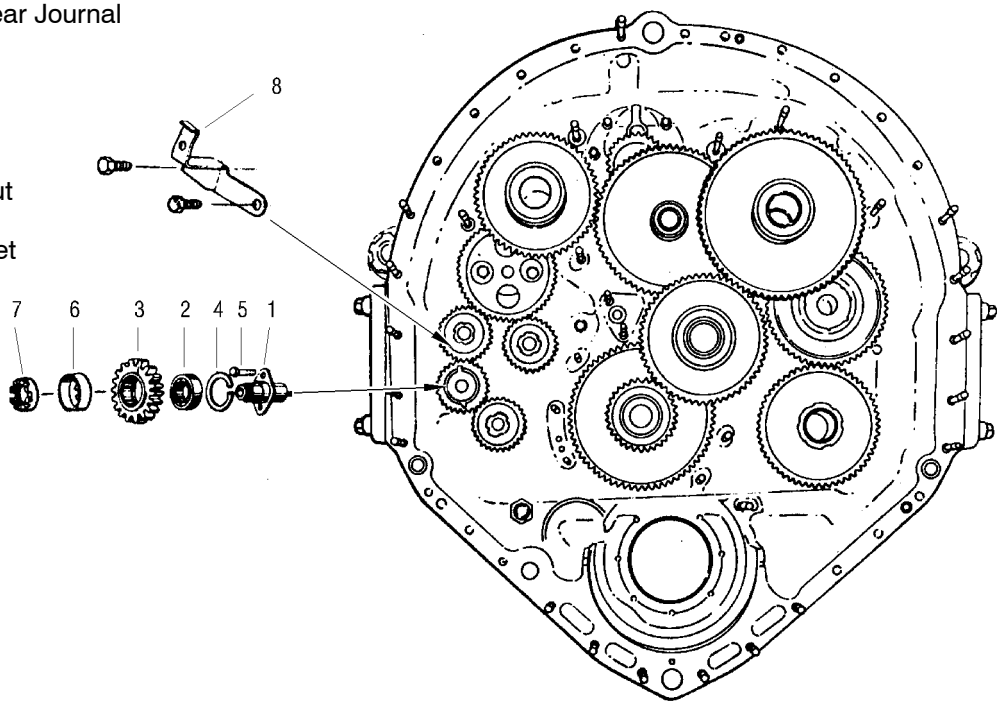
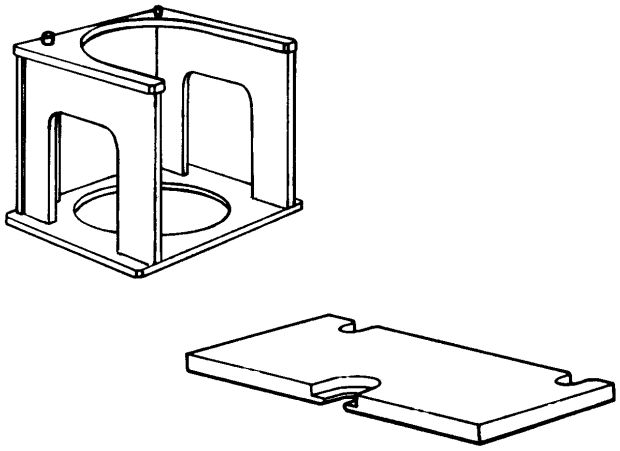
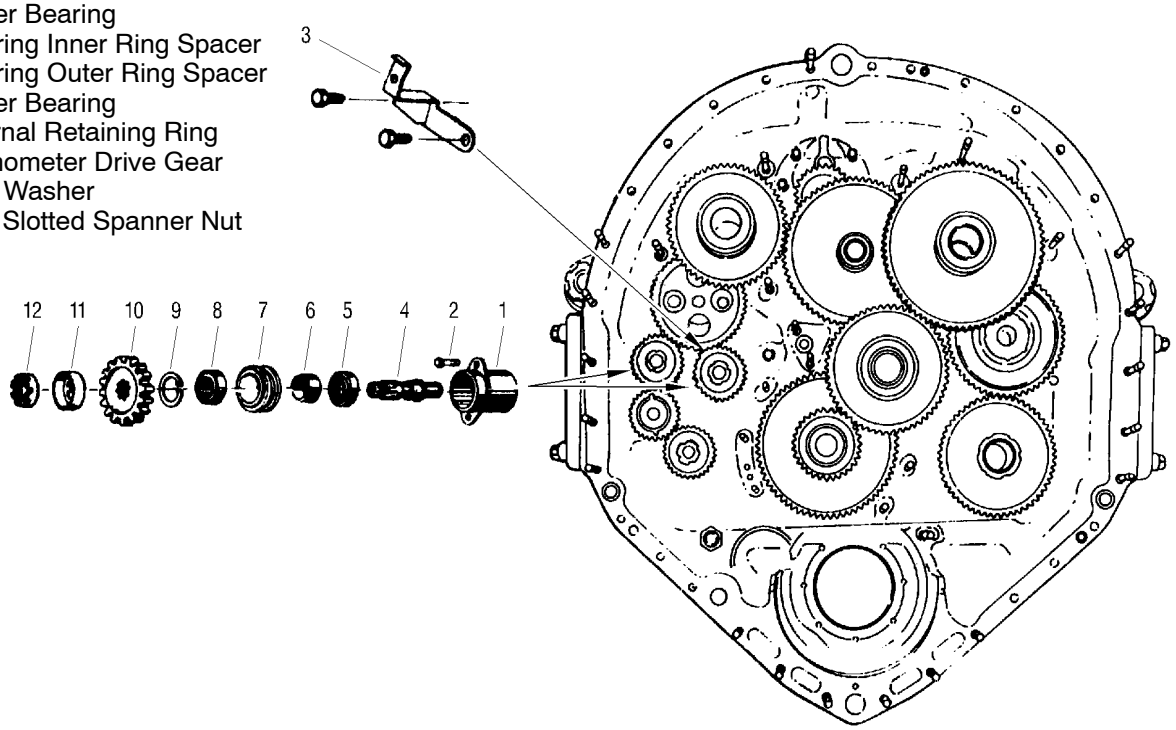

Figure 3. Oil Pump Drive Idler Journal and Gear Details
Figure 4. 6796250 Bearing Removal Support and 6796206 Tachometer Drive Shaft Bearing Puller Plate
Figure 6. Tachometer Drive Gear Details
b. Install bearing (2, figure 3) inner ring on idler gear journal (1) using 6796250 support and 6796206 puller plate (figure 4). (QA)
c. Install idler gear journal (1, figure 3) and inboard tachometer gear bearing cage (1, figure 6). Install oil tube support bracket (8, figure 3) between the top bolt of idler gear journal and bottom bolt of tachometer gear bearing cage with tab facing 12 o'clock position. Install remaining two bolts in journal and cage. Torque bolts 70–85 lb in. and lockwire. (QA)
d. Install bearing (2) outer ring and rollers in idler gear (3) and insert snap ring (4). (QA)
e. Install the idler gear and bearing outer ring and rollers over the bearing inner ring. Install the forward portion of the inner ring. Retaining ring (4) side goes toward journal (1). (QA)
b. Install bearing (2) inner ring on drive shaft (3) using 6796250 support and 6796206 puller plate (See figure 4). Seat firmly. (QA)
g. Install cup washer (7) and end slotted spanner nut (8) fingertight. (QA)
10. TACHOMETER DRIVE GEARS INSTALLATION. (TWO PLACES.) (figure 6)
a. Install outboard bearing cage (1, figure 6) in rear housing using two bolts (2). Torque to 70–85 lb in. and secure with lockwire. (QA)
b. Install front bearing (3) using 6796250 support and 6796206 puller plate (figure 4). (QA)